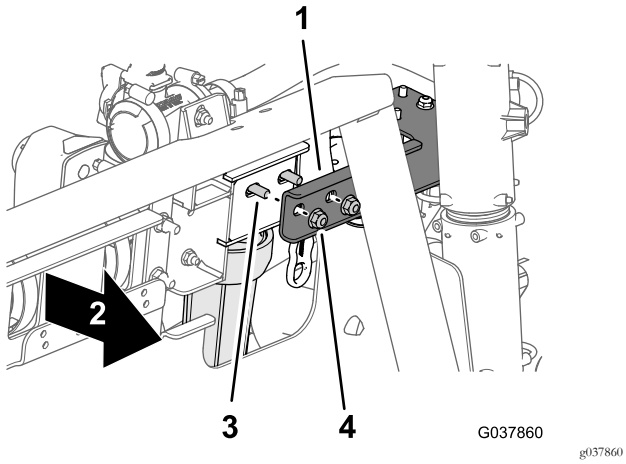

Figura 64
5. En el lado delantero del soporte del distribuidor, alinee los orificios del soporte de la válvula de cierre (Figura 64) con los 2 pernos (5/16" x 3¾").
7. Monte el soporte de la válvula de cierre en el soporte del distribuidor (Figura 64) con las 2 contratuercas con arandela prensada que retiró en el paso 3, y apriete las tuercas a 1978–2542 N·cm.